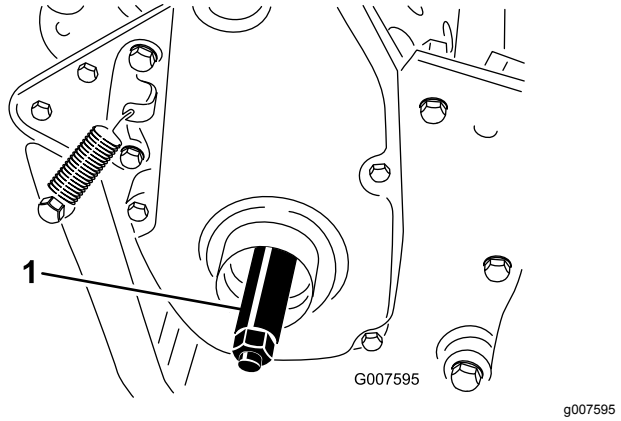

Figur 9
3. Skru den højre hjulaksel ind i drivremskiven på højre side af maskinen (Figur 9).